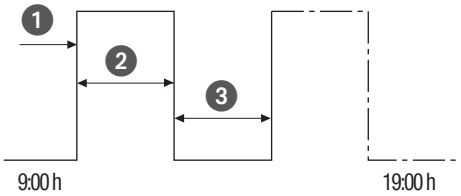

Abb. 33: Zyklusschaltung
- (Abb. 33/❶) Startzeit
- (Abb. 33/❷) Dauer EIN = Schaltung EIN
- (Abb. 33/❸) Dauer AUS = Schaltung AUS